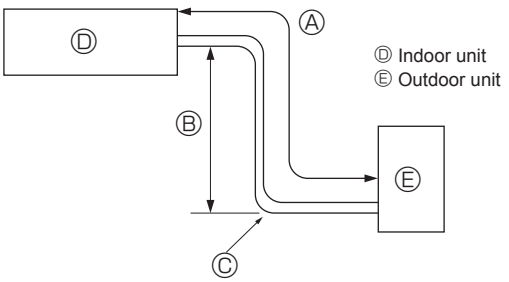
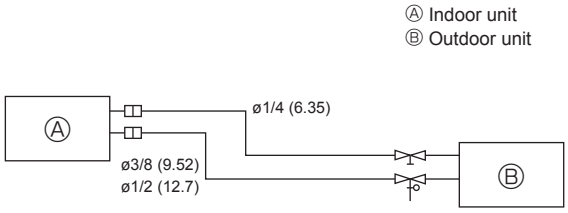

Fig. 4-1
Fig. 4-2
4.1. Refrigerant pipe (Fig. 4-1, Fig. 4-2)